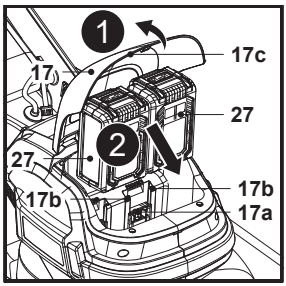

Fig. 7
1. Levante a tampa magnética (17c) e abra a tampa do compartimento da bateria (17) (Fig. 7, passo 1).
2. Alinhe a bateria (27) com as duas ranhuras de encaixe (17b) e faça deslizar a bateria (27) para a fixar (Fig. 7, passo 2).
3. Certifique-se de que os contactos elétricos (17a) estão totalmente inseridos na bateria (27) e que encaixam no devido lugar com um clique.
4. A bateria (27) só pode ser instalada numa direção.
5. Repita os passos acima para instalar a outra bateria (27).
6. Feche cuidadosamente a tampa do compartimento da bateria (17).